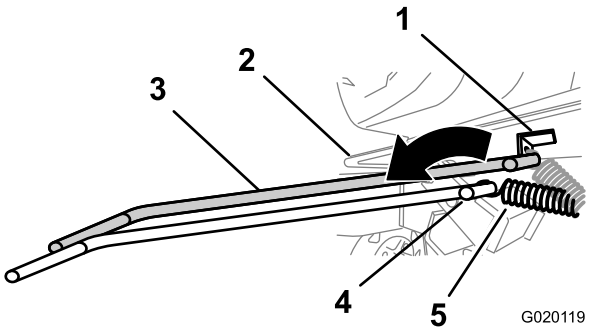

Figure 60
6. Using a spring-removal tool (Toro part 92-5771), remove the spring from the anchor bracket on the engine deck (Figure 60).
7. Using a spring-removal tool, (Toro part 92-5771), install the tension spring to the anchor bracket on the engine deck (Figure 60).